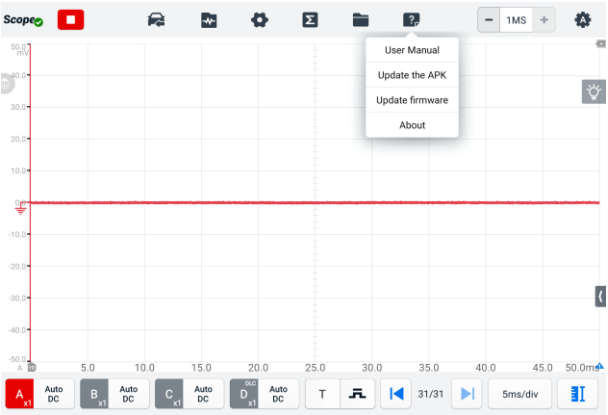

Figure 9-2 ***Help Screen***
1. Tap the **Help** button on the upper toolbar of the screen. A dropdown menu displays. (See *Figure 9-2 Help Screen*.)